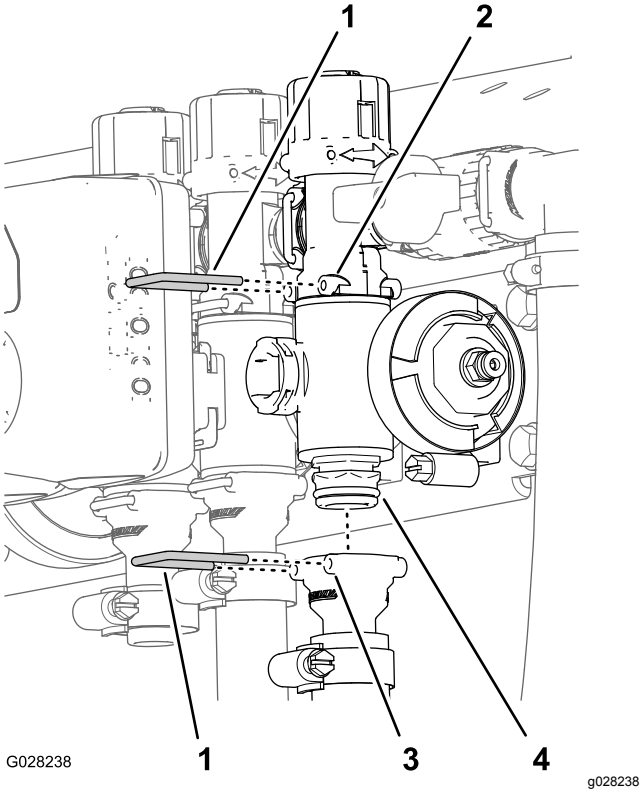

Figur 120
2. Fjern holderne som fester utgangsnippelen til seksjonsventilmanifoldet og ventilmanifoldet til omløpskoblingen (Figur 120).